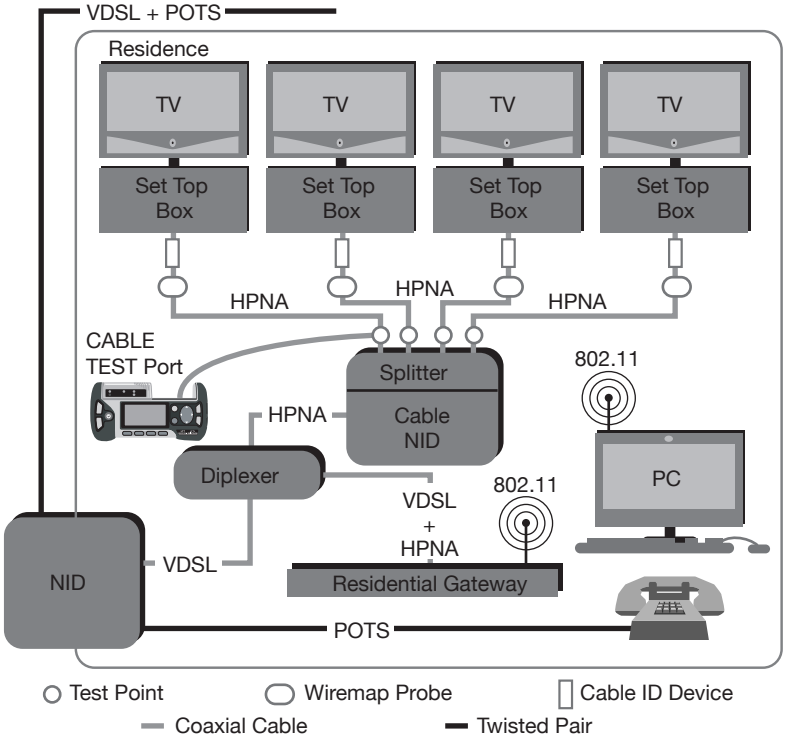

Figure 18 Cable Testing Connection Points
Figure 18 shows where to connect the HTT for Cable testing. Use the following tests to help identify cable faults inside the residence:
2. Connect the HTT using the calibrated SA318 test cable as shown in Figure 18 to a desired test point.
3. Connect the calibrated HTT Wiremap Probe as shown in Figure 18 to a desired test point.